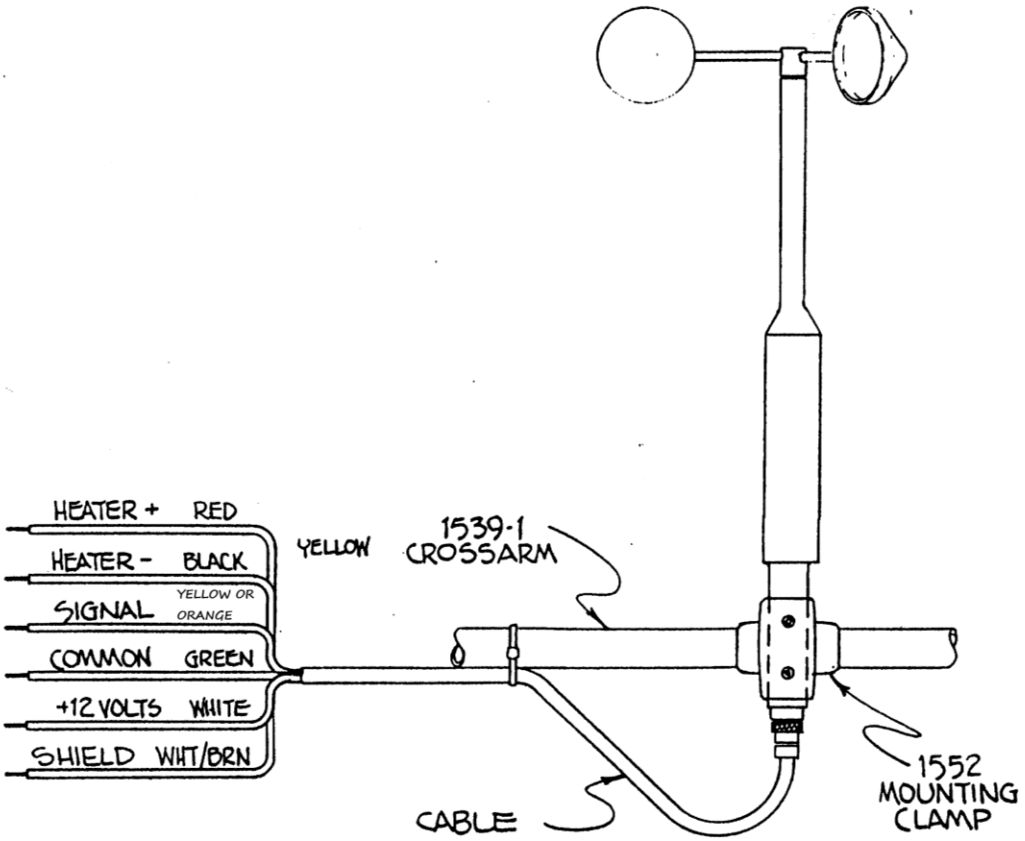

FIG. 2-1
A. The cable assembly contains five wires. Typical wiring hookup is shown in Figure 2-1.